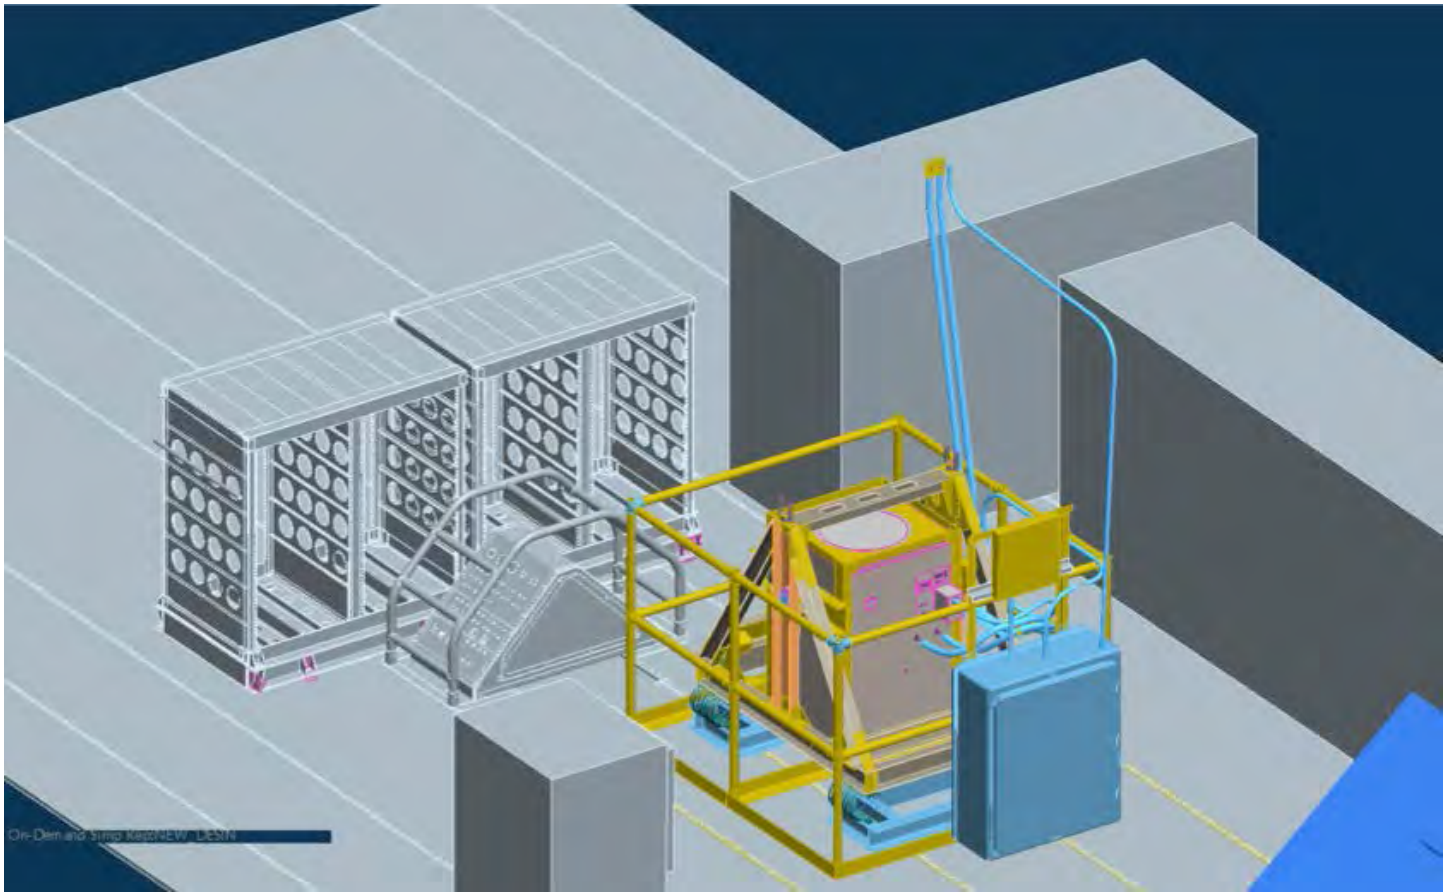

Figure 6-1: Cryocooler Compressor Package Expected Location, isometric view
The Cryocooler compressor package location is approximately from Fuselage Station (FS) 1233 to FS 1293 (including the guard rail), and centered within the fuselage, i.e., around Butt Line (BL) 0. Figures 6-1 and 6-2 show the expected location of the cryocooler compressor installation (note that the depiction of the Cryocooler control system enclosure, shown here mounted at the aft end of the compressor guard rail, is no longer current).